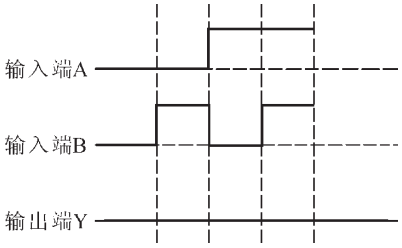

图 3.47　或非门波形图
1. 试完成 2 个输入端或非门的真值表和波形图（图 3.47）。